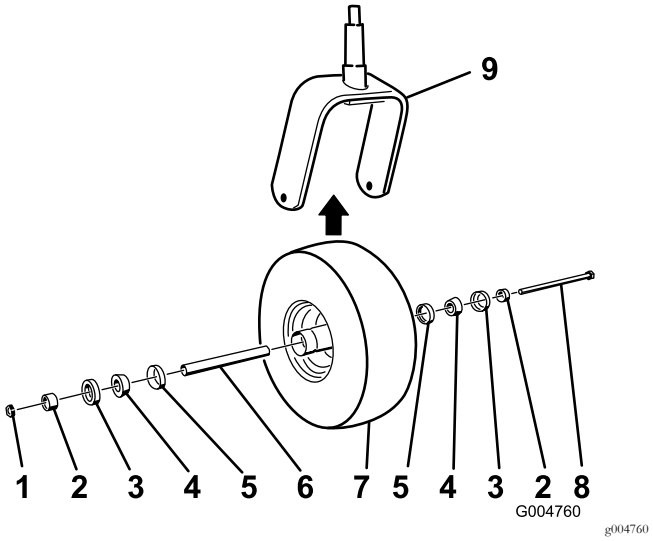

Rysunek 46
2. Zdejmij nakrętkę zabezpieczającą ze śruby (Rysunek 46).
5. Zamontuj koło samonastawne, wciskając łożyska stożkowe i uszczelki wypełnione smarem do piasty koła ustawionej w sposób pokazany na Rysunek 46.